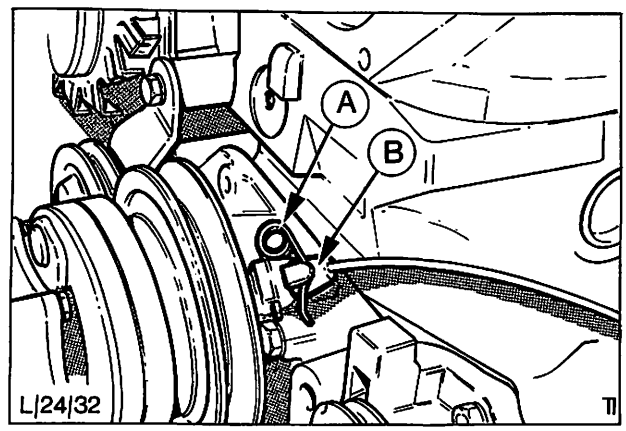

Abb. 23 A = Haltefeder
2. Haltefeder – Kohlebürsten, Abb. 23, entfernen.
3. Kohlebürste aus der Lüfterkupplung nehmen und Kabel lösen, Abb. 23.